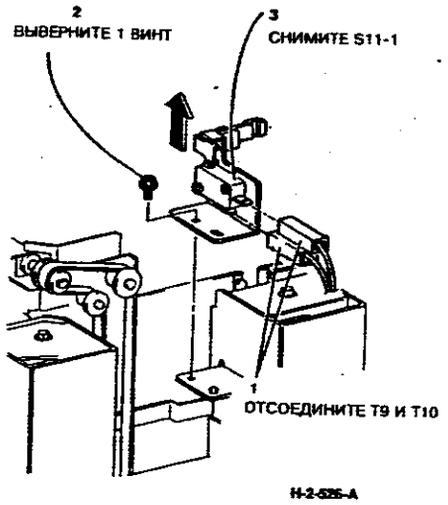

**Рисунок 1. Снятие датчика верхнего предела (S11-1)**
3. (Рисунок 1) Снимите датчик верхнего предела (S11-1).